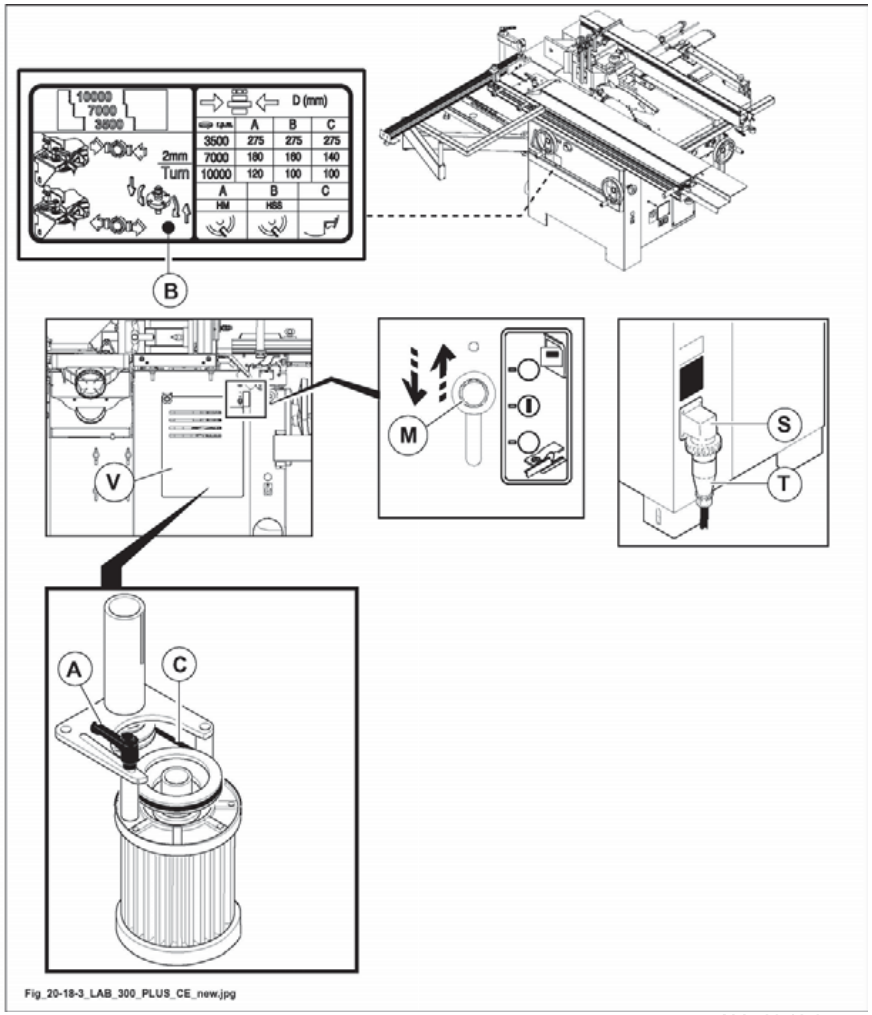

Abb. 20.18-3
bevor man die Maschne einstellt, muß man den Hauptschalter auf O stellen und den Stecker (S Abb. 20.18.3) von der Steckdose (T Abb. 20.18.3) abstecken.
- Die vordere Tür öffnen (V Abb. 20.18.3).
- Den Griff (A Abb. 20.18.3) lockern.
- Den Motor drücken. Der Riemen (C Abb. 20.18.3) ist nun gelockert und kann ausgetauscht werden.
- Den Riemen in die Rillen der Riemenscheiben aufgrund der gewünschten Geschwindigkeit einlegen; dabei Bezug auf das Schild (B Abb. 20.18.3) nehmen.
- Den Motor von den beiden Riemenscheiben entfernen und den Griff (A Abb. 20.18.3) arretieren.
- Die Tür schließen (V Abb. 20.18.3).
- Den Hebel (M Abb. 20.18.3) senken.